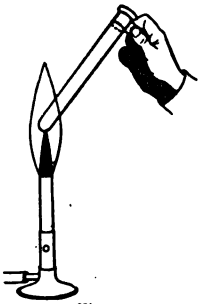

Fig. 7.
2. Use a t.t. holder of wood or metal (paper folded several times serves as well), and hold the tube in the middle of the flame of a Bunsen burner, 5 or 6cm above the lamp, at an angle of about 45° (Fig. 7). Agitate the liquid while it is heating by slightly shaking the tube.